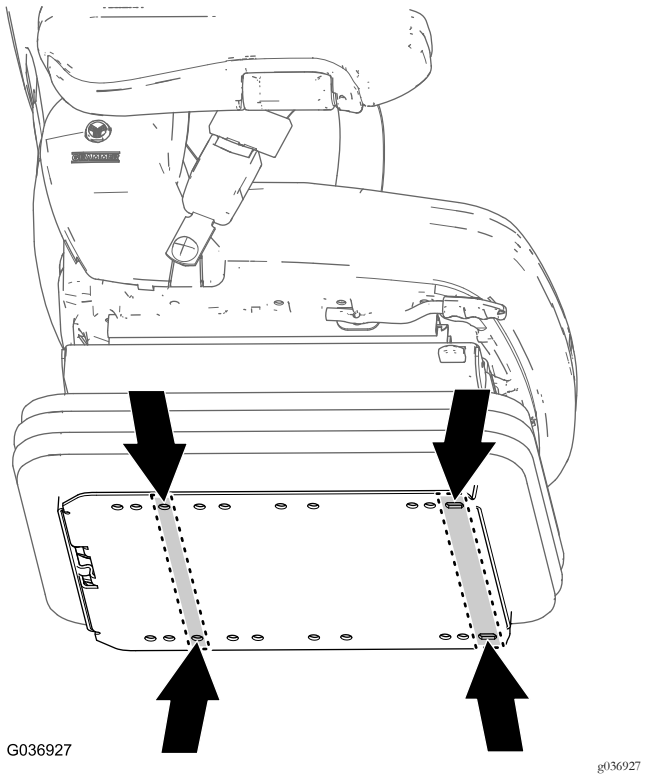

Figur 13
1. Find sædemonteringshullerne til din maskine på det nye sædes bundplade (Figur 13).